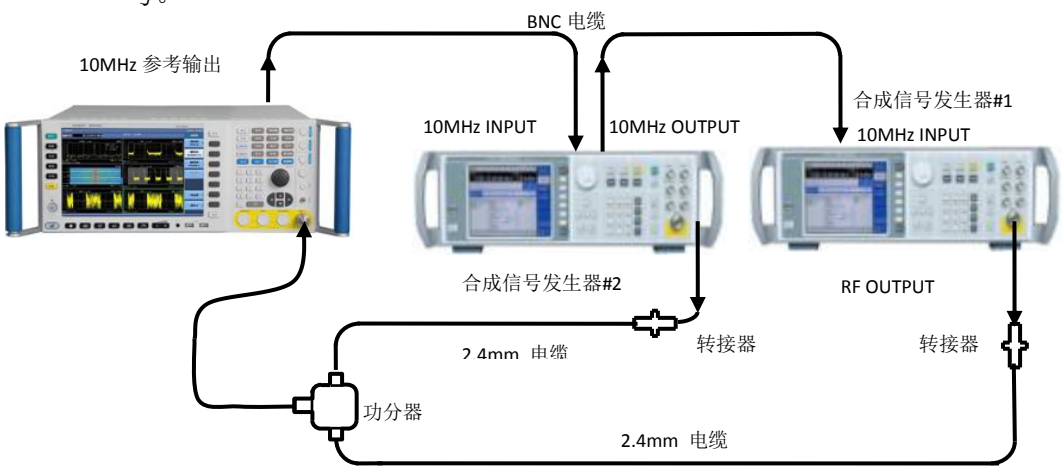

图8.5 频宽准确度测试示意图
1) 如图 8.5 连接仪器，复位 4051,设置 4051 为两台合成信号发生器提供频率参考。